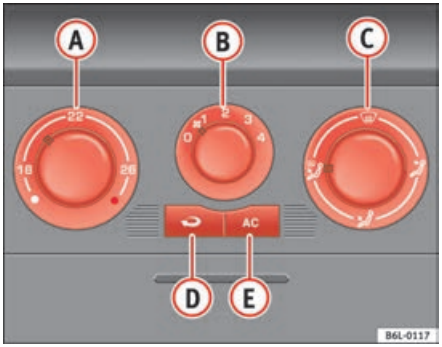

Fig. 95 On the instrument panel: air conditioner controls
– Disconnect the cooling system using button ⇒ fig. 95 AC (the button light goes off).
– Turn the temperature selector (A) to set the desired temperature.
– Set the air distribution control (C) to the air flow configuration desired: (towards the windscreen), (towards the chest), (towards the foot rest) and (towards the windscreen and foot rest areas).
When air recirculation mode is switched on (button ⇒ page 123, fig. 95 with warning lamp) strong odours in the outside air do not enter the vehicle interior, for example when passing through a tunnel or in queuing traffic.